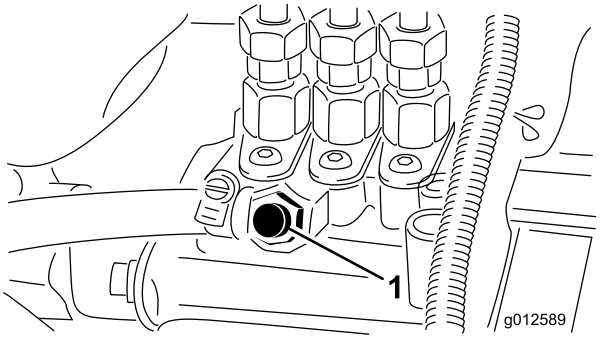

Figur 31
3. Åpne lufteskruen på pumpen for drivstoffinnsprøyting (Figur 31).